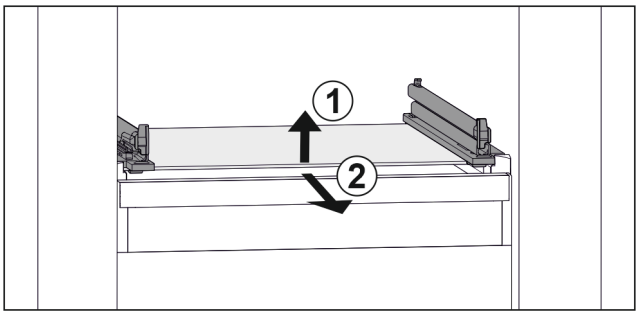

Fig. 110 Example illustration of glass shelf
▶ Lift glass shelf at the front. *Fig. 110 (1)*
▶ Take out glass shelf to the front. *Fig. 110 (2)*